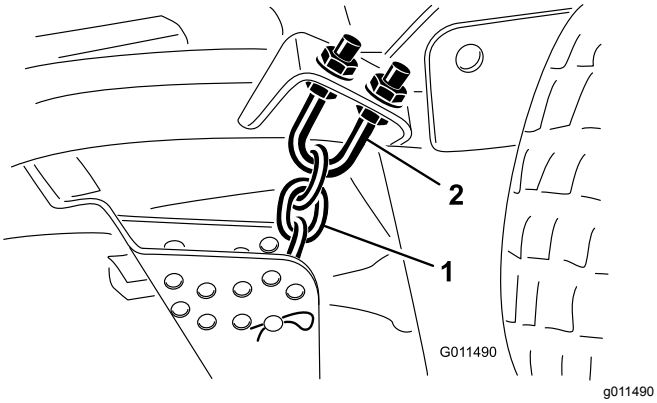

Figur 103
1. Løsne låsemutteren på toppen eller bunnen av U-bolten for klippehøyde (Figur 103).